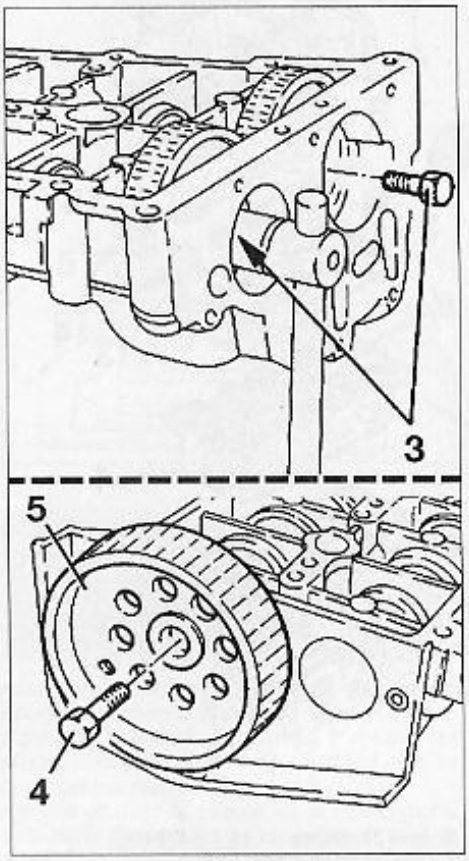

FIG. 45
• Déposer (Fig.45) :
- les vis (3) des engrenages d'arbres à cames.
- la vis (4) du pignon d'arbre à cames (5).